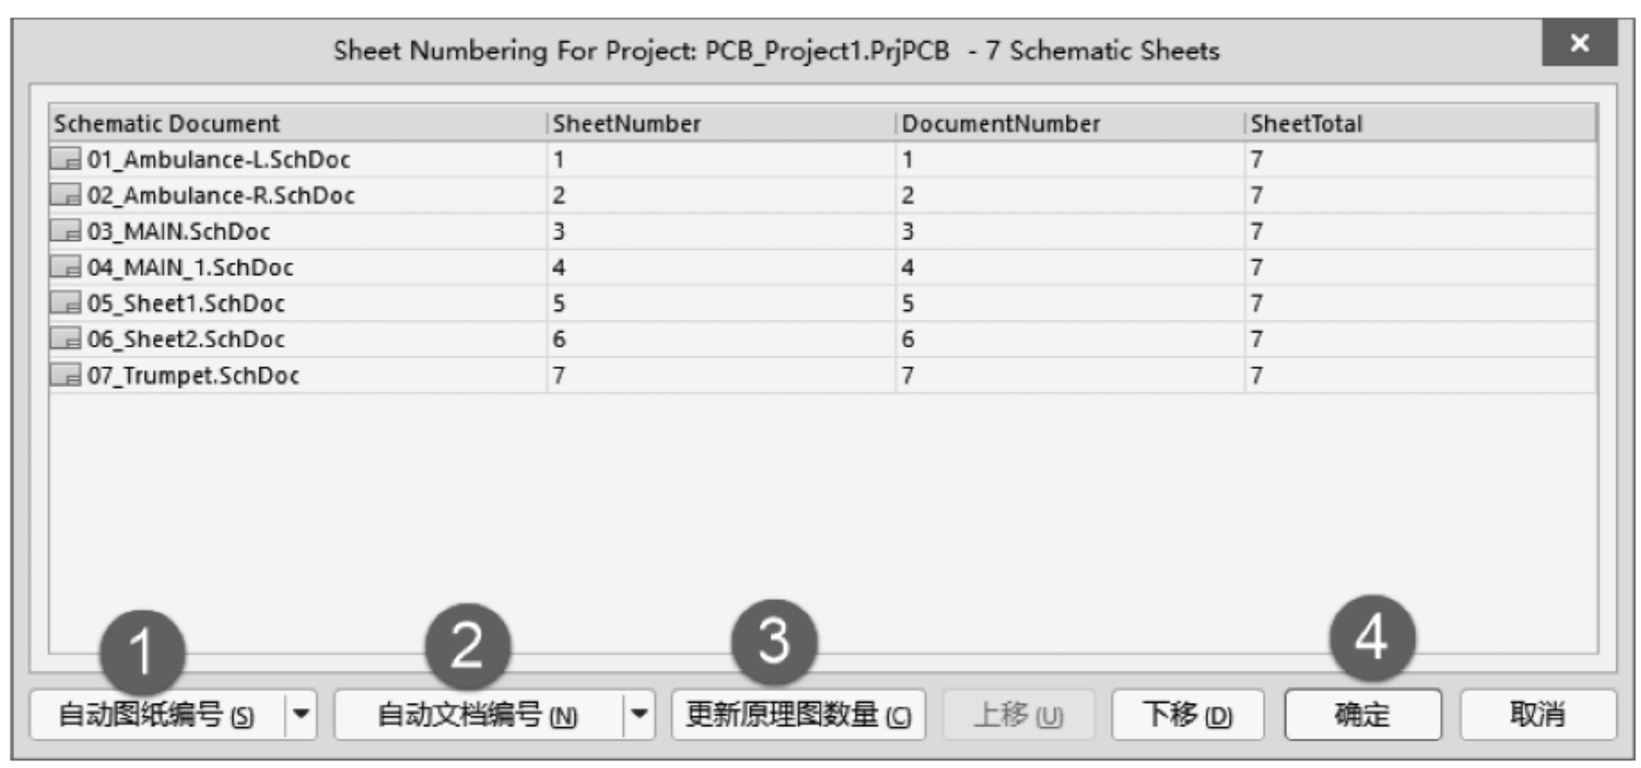

图 1-11　设置编号
(2) 设置 Sheet Number 对话框中的参数,依次单击“自动图纸编号”“自动文档编号”“更新原理图数量”按钮,可单击方框进行编号的修改,通过“上移”“下移”按钮确定编号的先后位置,然后单击“确定”按钮。如图 1-11 所示。